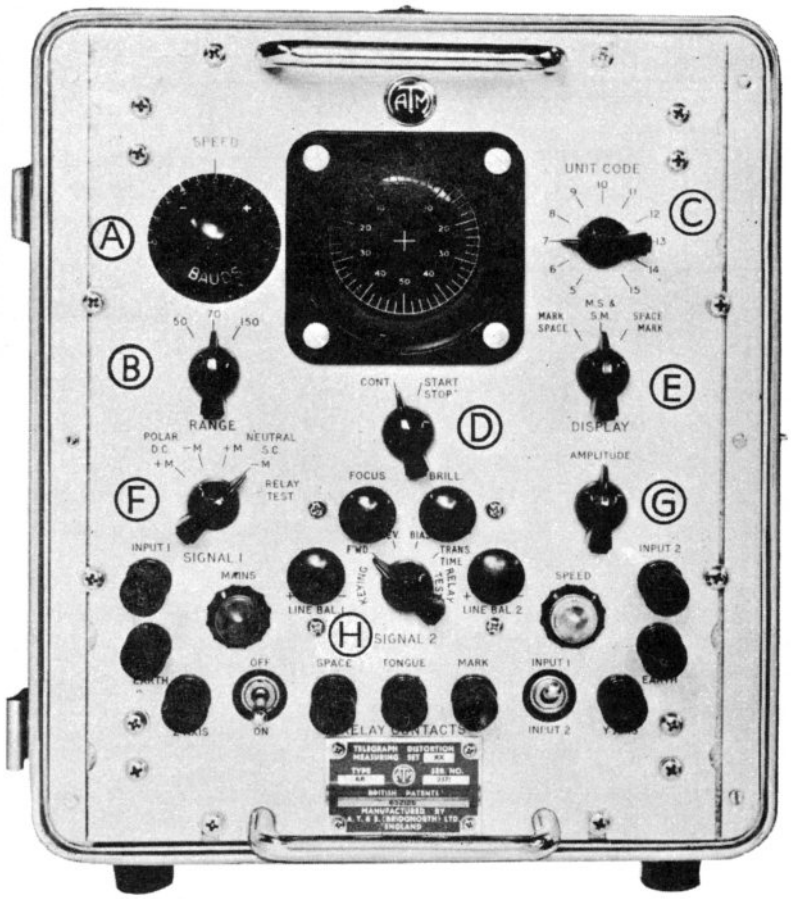
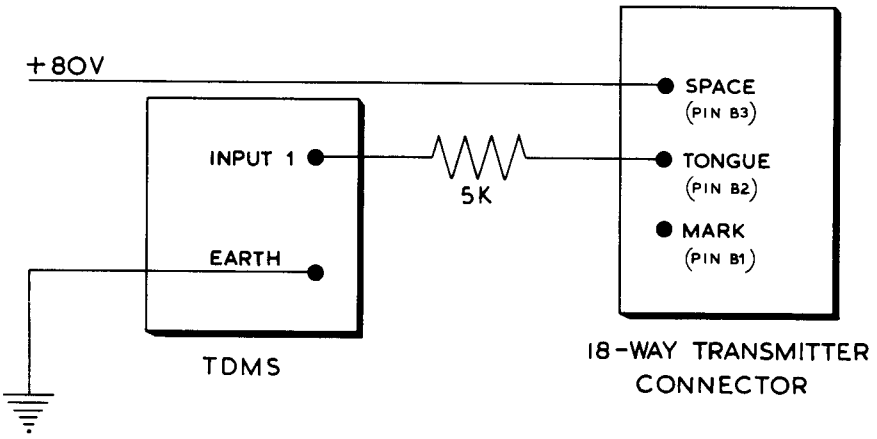

Fig. 4.63 TELEGRAPH DISTORTION MEASURING SET, TYPE 6B
Fig. 4.64 TDMS/TRANSMITTER CONNEXIONS FOR SIGNALS LENGTH CHECK
80.2 Set up a Telegraph Distortion Measuring Set (TDMS) as shown in Fig.4.63. Set the TDMS Controls as follows.
★ This adjustment describes the method to adopt when using a Telegraph Distortion Measuring Set (TDMS), A.T. and E. Type 6B, to adjust the transmitter contacts and signals length. If any other type of TDMS is used, the references and Fig.4.63 may be different but the method will remain operative.
82.2 Set up the TDMS as shown in Fig.4.63. Refer to Fig.4.64 and connect the TDMS by means of crocodile clips to the top ends of the transmitter contacts.
82.3 Set the TDMS Line Balance Control, Fig.4.63, to the centre of its range. To do this, lift the translator clutch abutment so allowing the machine to generate 6½ unit signals. Turn the Line Balance Control counter-clockwise and note the position of the control when the signals disappear from the circular trace. Turn the control clockwise and again note when the signals disappear. Adjust the control midway between these two points.
82.17 Disconnect +80V from the Space contact, Fig.4.64, and connect -80V to the Mark contact. Run out the All Space code (SSSSS) from the keyboard and check that the beginning of the Stop signal is at top dead centre.
(b) *Double-Current.* Reconnect +80V to the Space contact, Fig.4.64, and switch the TDMS Range Control (F), Fig.4.63, to D.C.-M. Depress each key in turn, examine the display and verify that distortion does not exceed ±5%.
82.20 Switch the TDMS Unit Code (C) to 14 Units. Run out the 'R' code (SMSMS) from the keyboard and check that the second group of spots on the display appears at bottom dead centre.
82.22 Switch the TDMS Unit Code (C), Fig.4.63, to 7 Units. Connect the TDMS by means of crocodile clips to the top ends of the transmitter contacts, as follows.